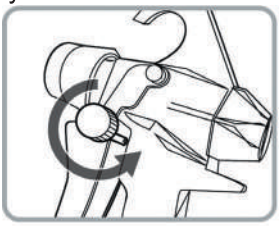

Рис. 15
1. Поставьте покрасочный пистолет на предохранитель и выключите краскопульт (рис. 15).